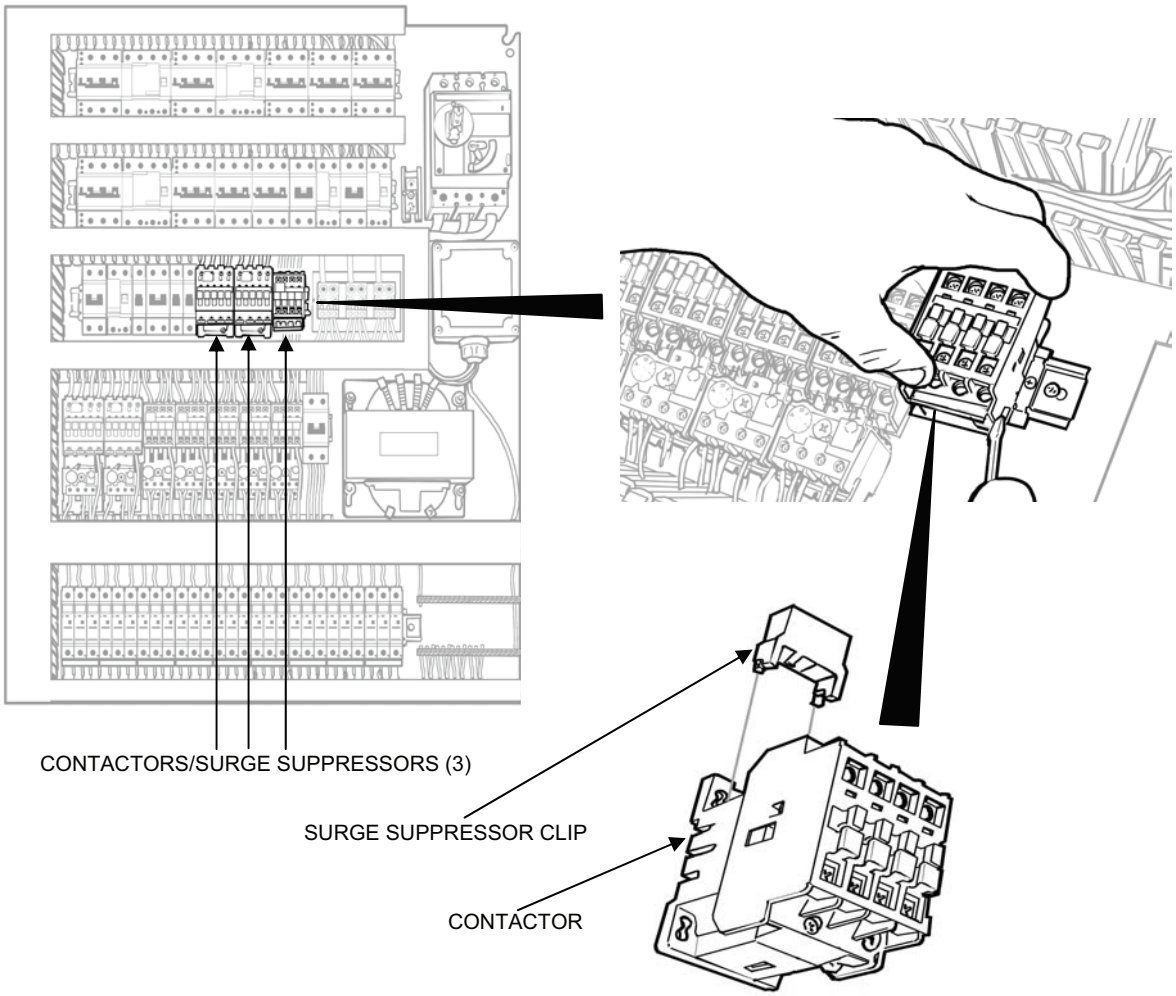

Figure 5. Contactor/Surge Suppressor Replacement.
1. Remove a contactor/surge suppressor as follows (see Figure 5):